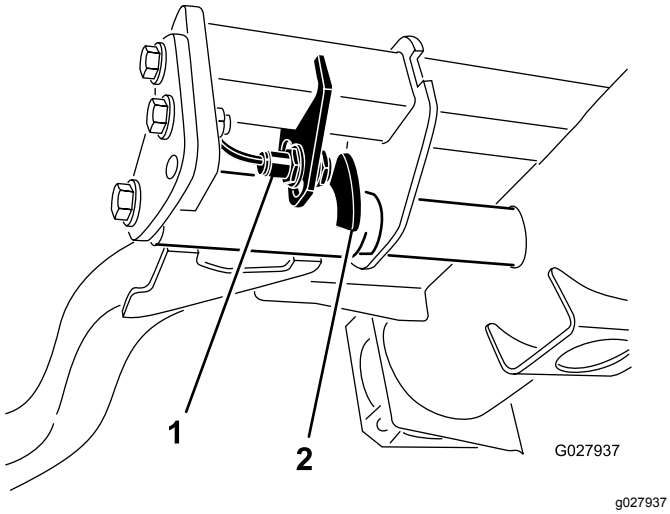

Figur 67
2. Lyftarmsbrytaren sitter under hydraultanken, bakom den främre, högra lyftarmen (Figur 67).
3. Lossa brytarens fästskruvar och flytta ned brytaren för att öka lyftarmens vändhöjd, eller flytta upp den för att minska vändhöjden (Figur 67).